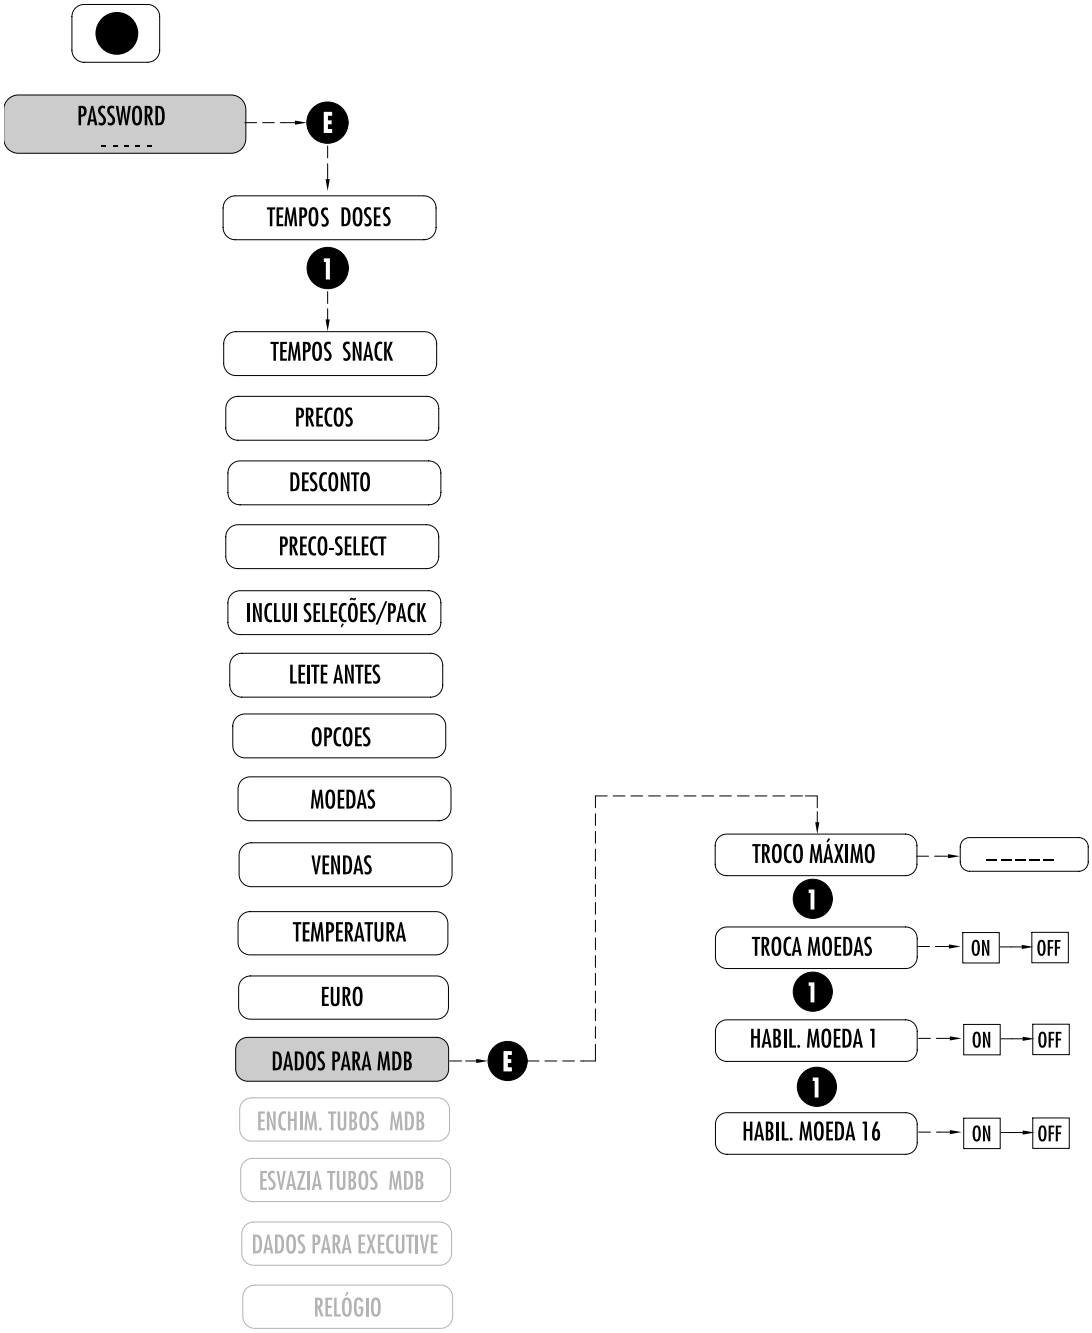

Fig. 7.16
7.2.13 DADOS PARA MDB (Fig. 7.16)